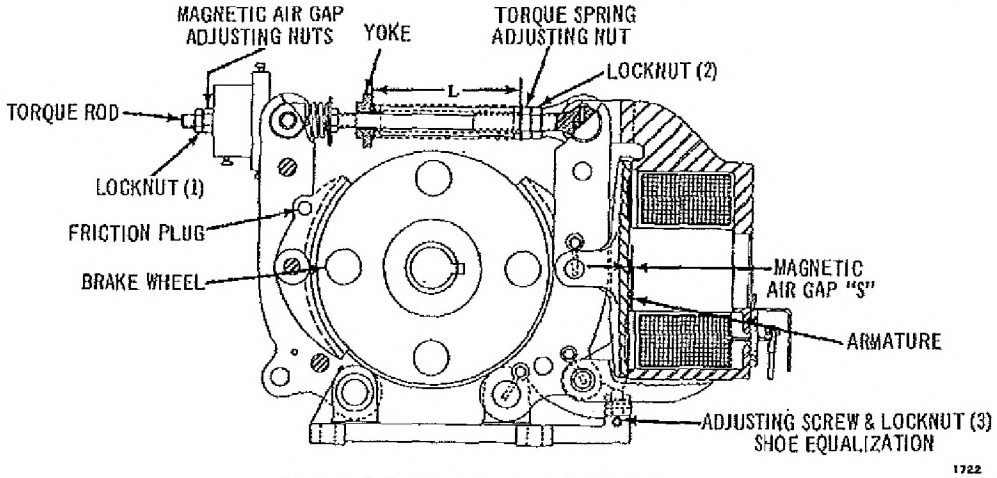

Figure 9-8. Shoe Brake Adjustment
ADJUSTMENT. The shoe brake has three adjustments: torque spring, magnetic air gap, and shoe equalization. To adjust the brake, proceed as follows: (See Figure 9-8.)
1. The torque spring adjustment is accomplished by loosening locknut (2) and turning the adjusting nut until spring length "L" is obtained. See Table 9-1. Tighten the locknut. The brake torque can be reduced by increasing the spring length. The spring length must not be shorter than the length shown in Table 9-1.
2. The air gap adjustment is accomplished by loosening locknut (1), and turning the adjusting nut until air gap "S" is 3/64 inch. Tighten the locknut. Tighten the hydraulic return spring nut sufficiently so that the hydraulic fluid is pumped back to the master cylinder. Check the air gap at point "S," Figure 9-8. The air gap shall not exceed 3/32 inch at any time.
3. The shoe equalization adjustment is accomplished by backing off the adjusting nut closest to the yoke, and tightening it against the yoke until air gap "S" is closed. Loosen shoe equalization locknut (3), and turn the adjusting screw until equal clearance is obtained between both shoes and the brake wheel. Tighten locknut (3) and check the clearance to be sure that the adjustment did not change when tightening the locknut. Return the adjusting nut from the yoke to its original position.